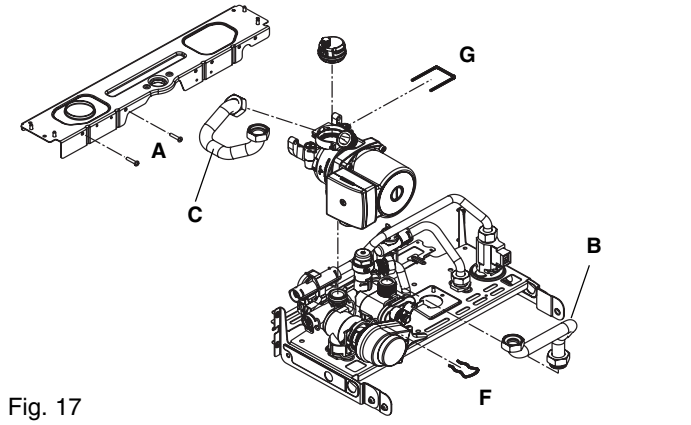

Fig. 17
6.5 PUMP ASSEMBLY (fig. 17)
- refer to fig. 17, disconnect and remove items A, B & C
6.7 AUTOMATIC AIR RELEASE VALVE (fig. 17, AAV)